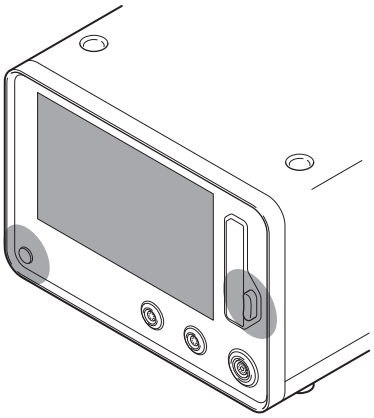

Figure 127 – Console Critical Wipe Down Areas
2. Wipe critical areas such as the power button, the display screen, the eject button, and any other areas that may be soiled (Figure 127).